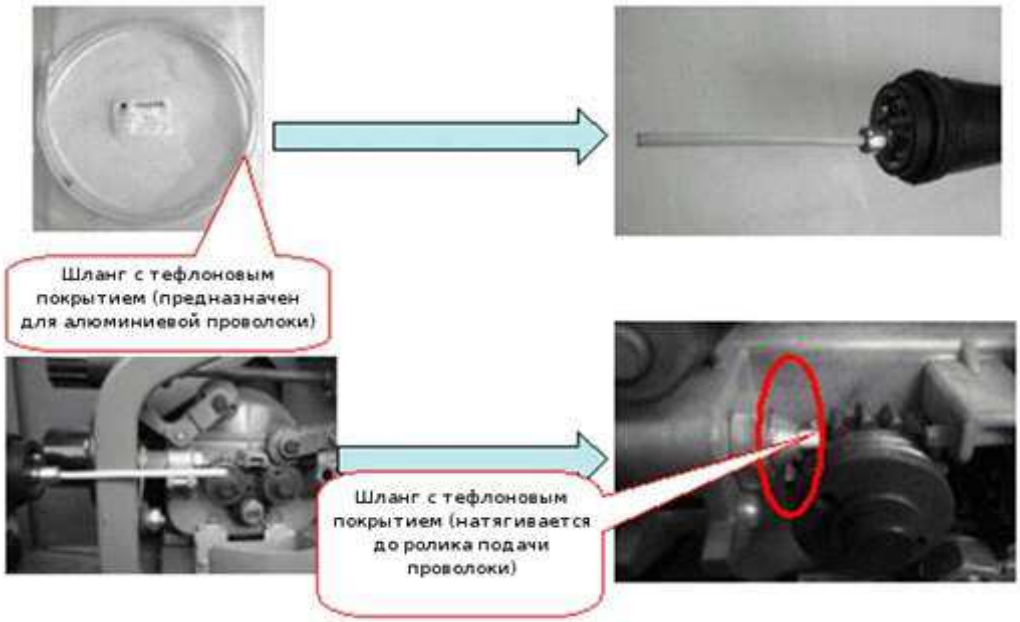

Рис. 7: Руководство по установке армированного шланга с тефлоновым покрытием
4.10 Руководство по установке армированного шланга с тефлоновым покрытием представлено на Рис. 7: